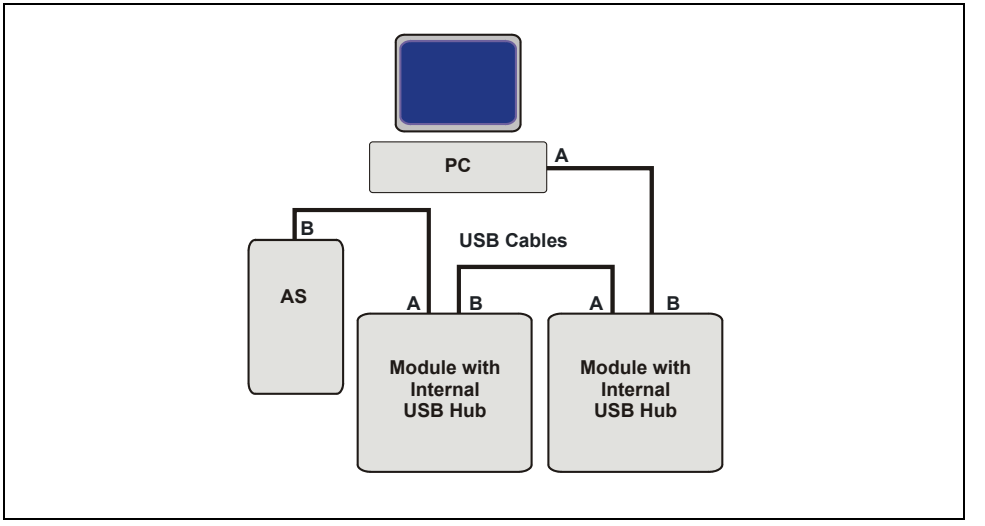
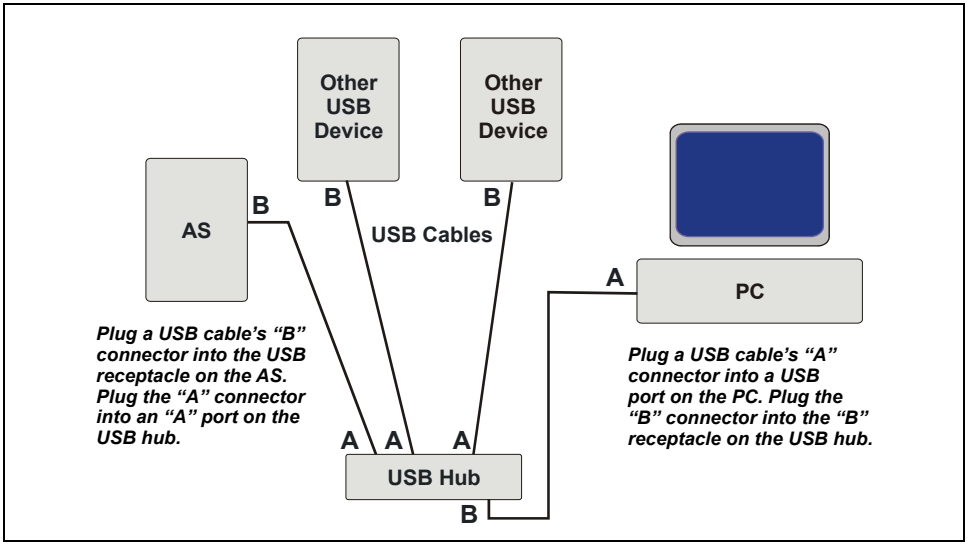
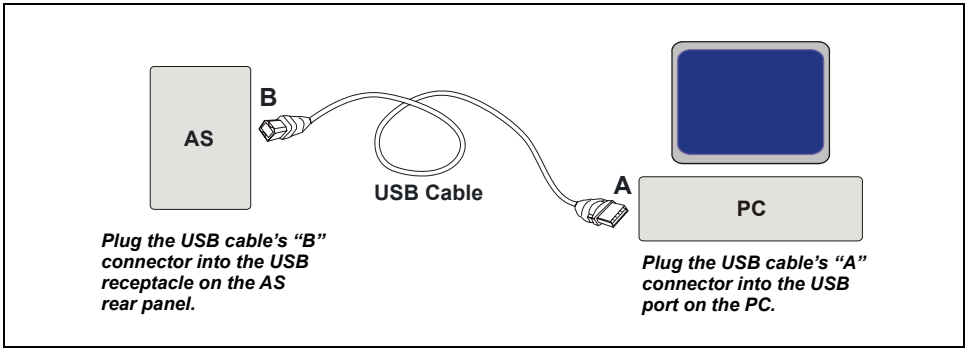

Figure B-38. Example USB Connections: Connecting the AS to an Internal Hub on Another Device
Figure B-39. Example USB Connections: Connecting the AS to an External USB Hub
Figure B-40. Example USB Connections: Connecting the AS Directly to the PC
3. Plug the "A" connector of the cable into the USB port on one of the following locations: a module with a built-in USB hub (see Figure B-38), an external hub (see Figure B-39), or directly to the PC (see Figure B-40).